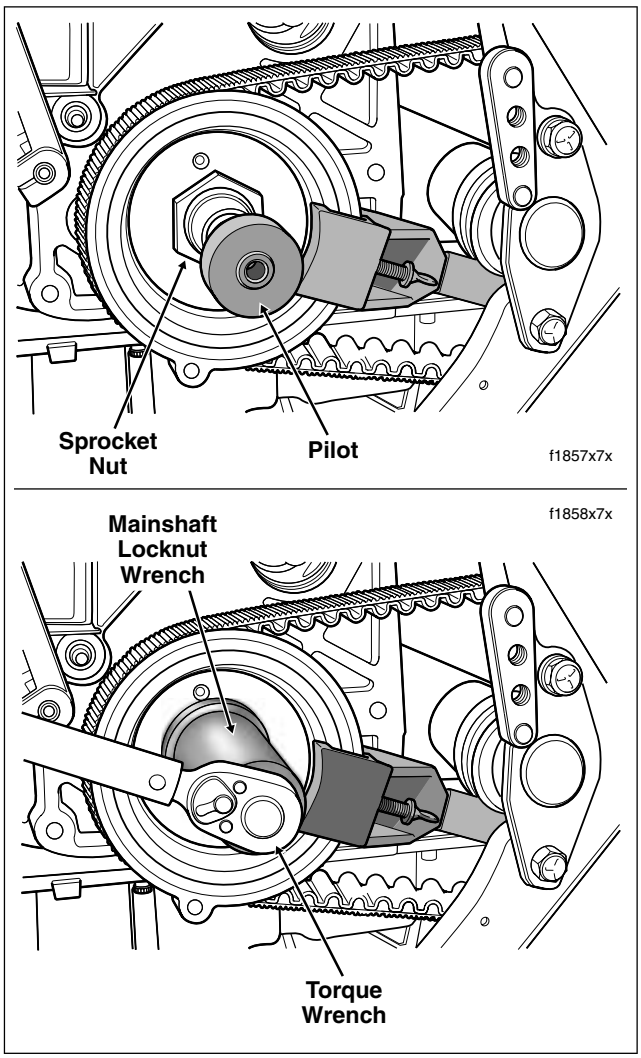

Figure 7-45. Install Mainshaft Locknut Pilot/Wrench and Torque Sprocket Nut
a. Install pilot on threaded end of mainshaft. See upper frame of Figure 7-45.
c. Tighten sprocket nut to 60 ft-lbs (81 Nm). See lower frame of Figure 7-45. As the nut is tightened the handle of the sprocket locking tool rises to contact the pivot shaft, thereby preventing sprocket/mainshaft rotation.